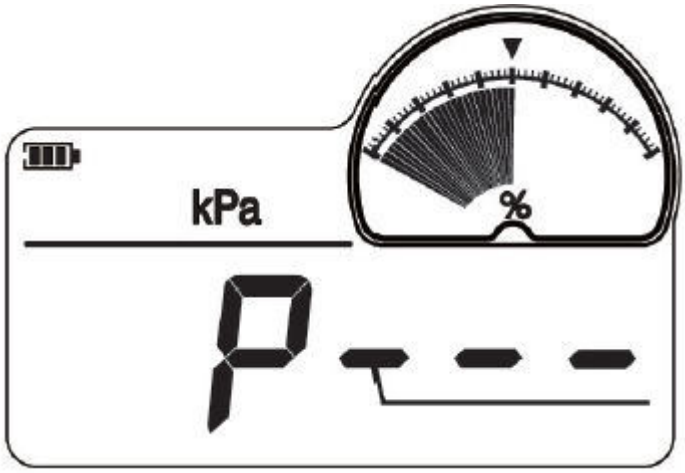

Abbildung 8-1. Passworteingabe Display
1. Halten Sie die peak Taste gedrückt. Es wird das Display für die Passworteingabe angezeigt, siehe Abbildung 8-1.